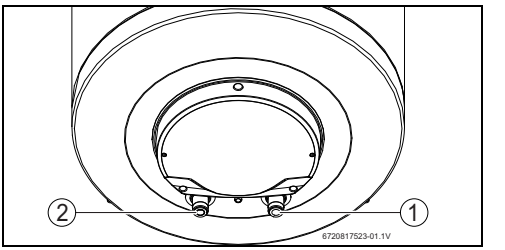

Рис. 10
- Обозначьте трубы горячей и холодной воды соответствующим образом, чтобы не перепутать их (рис. 10).